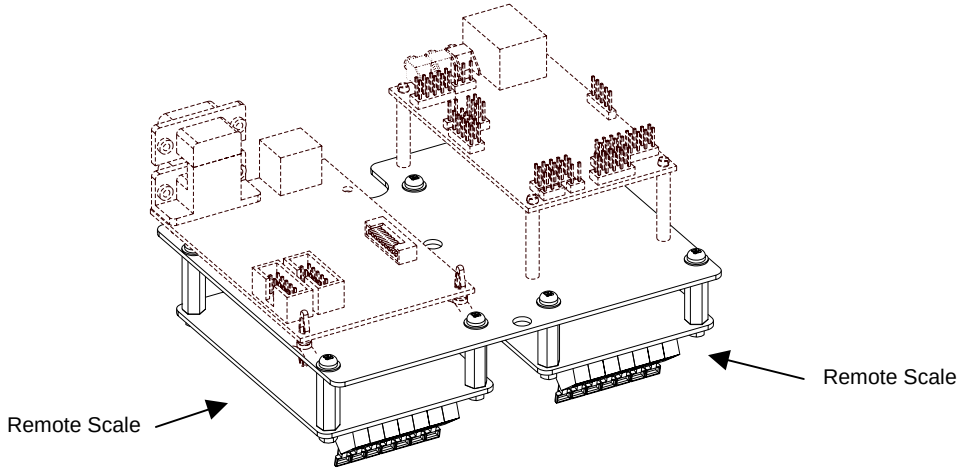

Figure 2-4: Remote Scale Installation
2. Remove the (6) 38-31-8710 M5 x 0.8 x 10 mm screws from the enclosure bottom plate and set it aside.
5. Install the (4) aluminum standoffs in the holes with the (4) screws on the underside of the bracket (labeled ETH). Refer to Figure 2-4 for configuration.
6. Position the multi-scale option module on the standoffs so the ribbon cable points away from the notch on the option-mounting bracket. Install the (4) hex nuts to secure the option board.